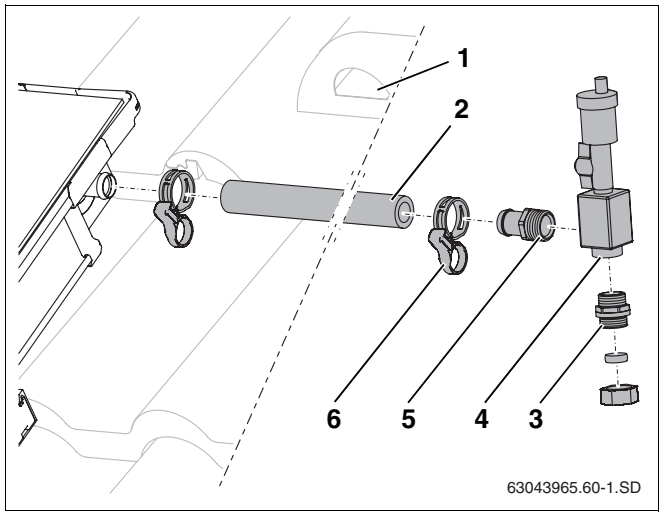

Abb. 56 Solarschlauch an Vorlaufanschluss montieren
- Langen Solarschlauch (1000 mm, Abb. 56, **Pos. 2**) auf den Vorlaufanschluss des Kollektorfeldes aufschieben und mit Federbandschelle fixieren.
- Solarschlauch zusammen mit dem Fühlerkabel durch die Entlüftungspfanne (Abb. 56, **Pos. 1**) und durch die Dachisolierung führen.
- Schlauchtülle R¾ mit O-Ring (Abb. 56, **Pos. 5**) und Doppelnippel mit O-Ring (Abb. 56, **Pos. 3**) in den Lufttopf (Abb. 56, **Pos. 4**) festschrauben.
- Schlauchtülle bis zum Anschlag auf den Solarschlauch stecken und mit Federbandschelle (Abb. 56, **Pos. 6**) fixieren.
- Sammelleitung an die Klemmringverschraubung (Abb. 56, **Pos. 3**) anschließen.